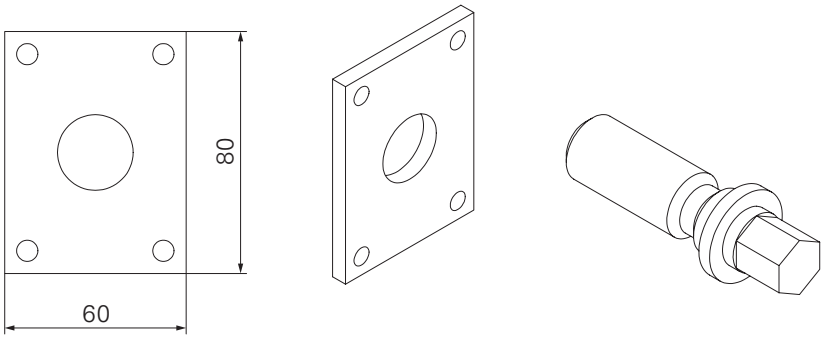

Abb. A2.06
- Anker-Vorlaufplatte M24 mit Vorlaufschraube M24 (Abb. A2.06)